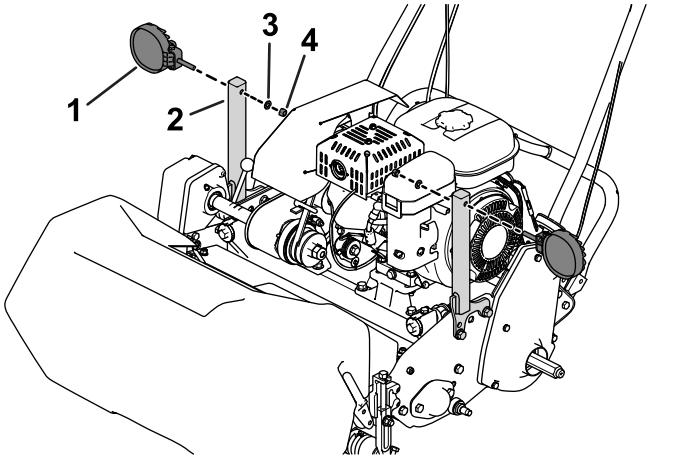

Figura 7
4. Rimuovete il dado e la rondella da ciascun gruppo luci LED, poi utilizzate il dado e la rondella per fissare le luci LED su ciascun supporto luci (Figura 7).